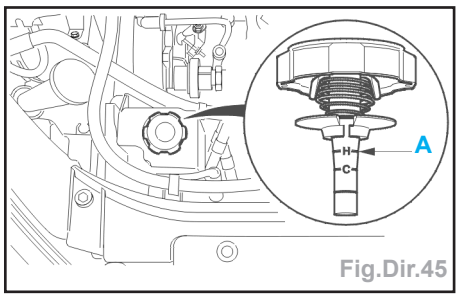

Fig.Dir.45
- Remplir le réservoir d'assistance de direction 10 mm au-dessus du repère maxi (A) (Fig.Dir.45).